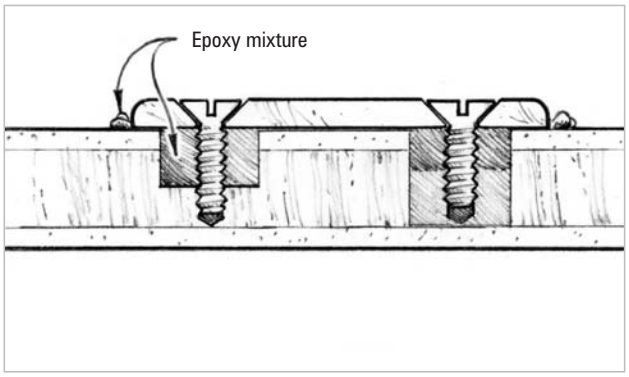

Figure 7-6 *Tighten the fasteners until a small amount of epoxy squeezes out of the joint.*
8. Place the hardware item in position. Insert and tighten the fasteners until a small amount of epoxy squeezes out of the joint. Do not over tighten *(Figure 7-6)*.